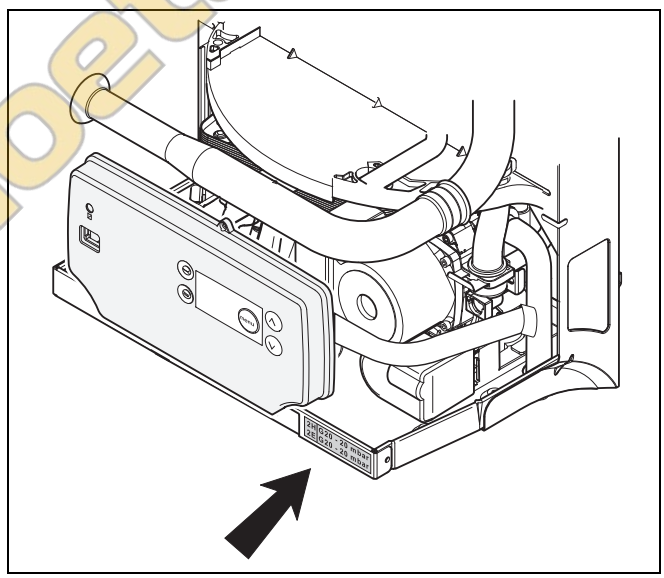

Рис. 41 Наклейка
- Наклейте две прилагаемые наклейки на котёл (→ рис. 41).